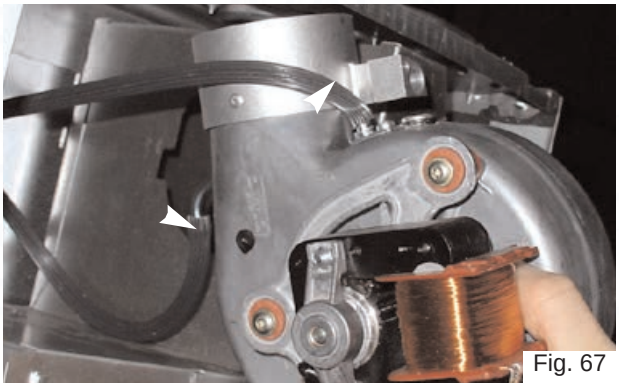

Fig. 67
5. Disconnect the pressure pipes noting positions *(see Fig. 67)*;